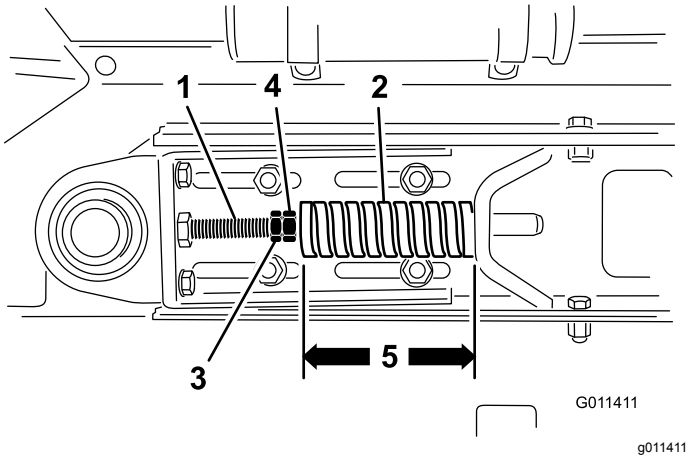

Figur 26
1. Løsn kontramøtrikkerne, og juster spændstangens (Figur 26) møtrikker for at opnå den ønskede spænding.